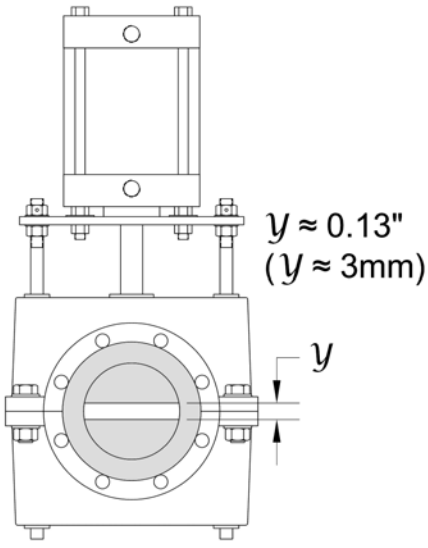

Figure 7: Measure the new gap, y.
STEP 7: Actuate the RF Valve® closed again and measure the size of the new gap, y. It should be roughly 0.13" (3mm) in size (Fig. 7).